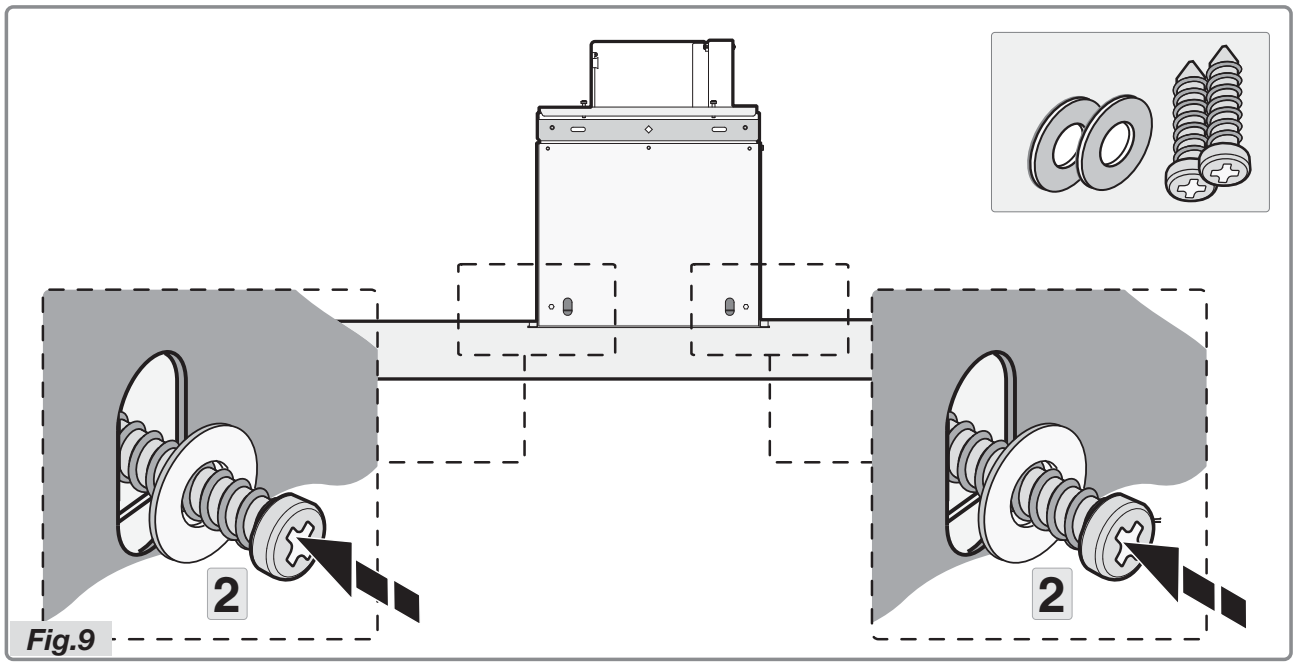

Fig.9
- Fixer la hotte définitivement avec les deux vis et les deux rondelles en dotation (figure 9 phase 2).